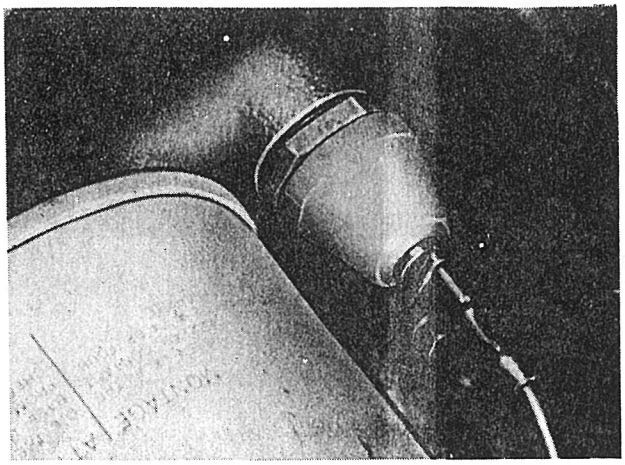

Afb. 2.9.13. Oliedrukelement
b. Oliedrukelement (afb. 2.9.13.)
(1) Verwijderen